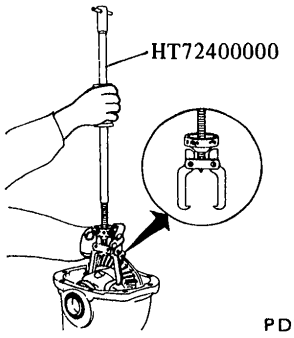

Fig. PD-37 Removing differential case assembly
4. Using Slide Hammer HT72400000 lift differential case assembly out. See Figure PD-37.